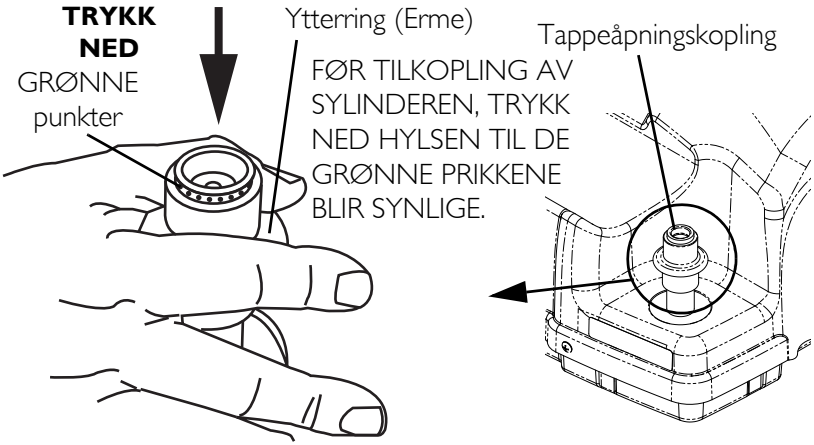
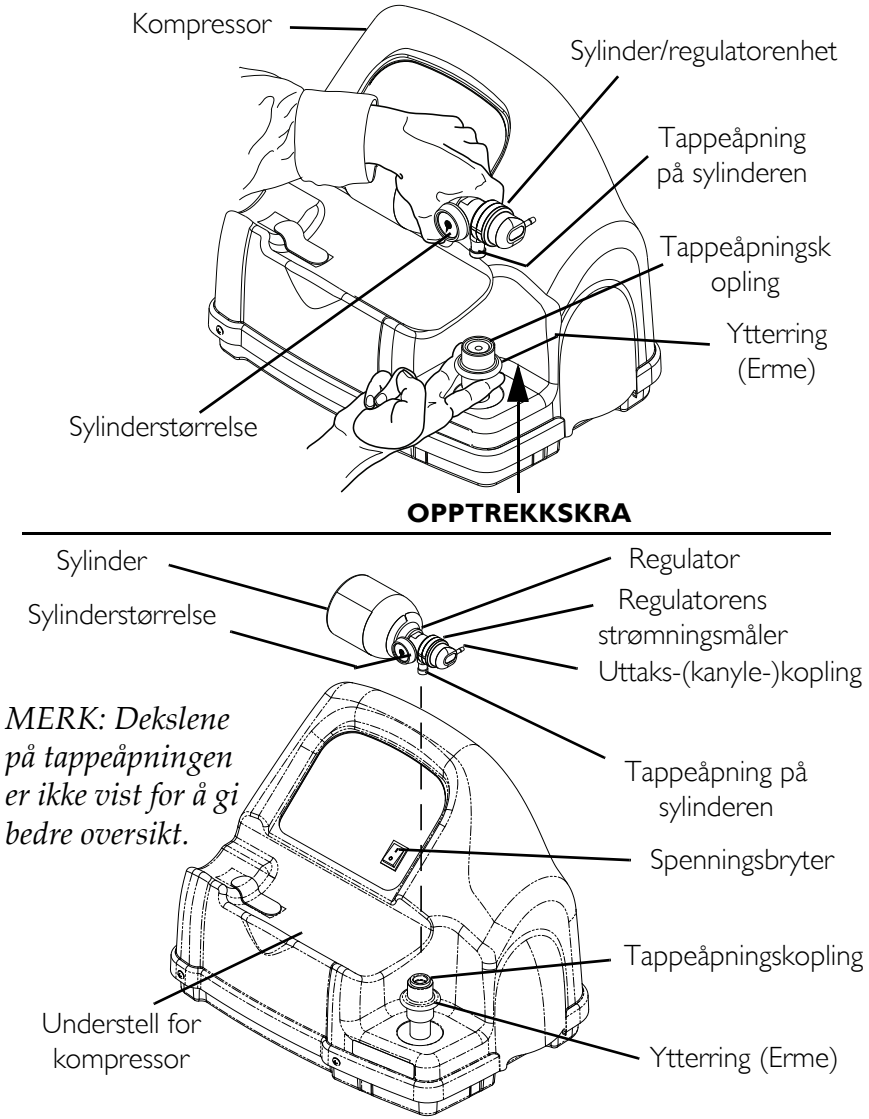

FIGUR 4.1 Tilbakestilling av tappeåpningskopling
FIGUR 4.2 Tilkopling av sylinderen på kompressoren
MERK: For denne prosedyren, henvis til FIGUR 4.1 på side 138 og FIGUR 4.2 på side 139.
1. Undersøk sylindermåleren. Om sylindertrykket er **mindre** enn 1500 psig (10342 kPa), fortsett til STEG 2 (FIGUR 4.2).
2. Still inn regulatorstrømningen på sylinderen til av (FIGUR 4.2).
4. Momentant trykk NED på den ytre ringen (hylsen) på koplingens fylleåpning til de GRØNNE prikkene er synlige for å nullstille koplingen (FIGUR 4.1).
5. Ta tak i sylinderen/reguleringsenheten i området bak sylindermåleren (FIGUR 4.2).
6. Plasser sylinderen på understellet for kompressoren (FIGUR 4.2).
7. Plasser tappeåpningen på sylinderen på linje med tappeåpningskoplingen (FIGUR 4.2).
8. Trykk OPP den ytre ringen (hylsen) av koplingens fylleåpning mens du trykker NED på sylinderen/ regulatorsammenstillingen for å kople sylinderens fylleåpning inn i koplingens fylleåpning (FIGUR 4.2).